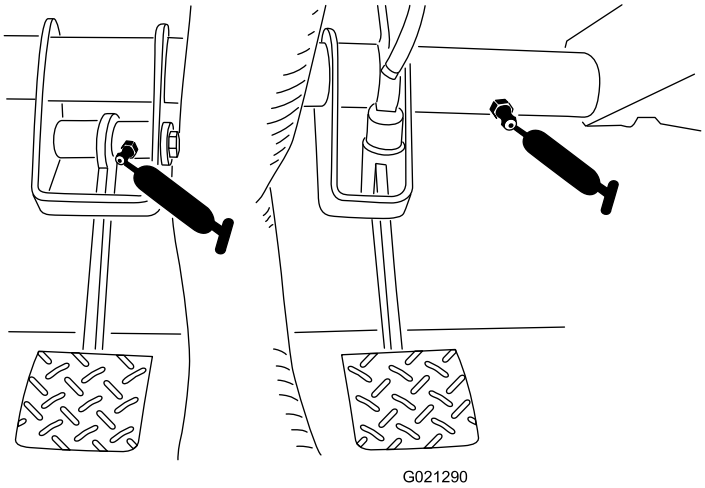

Figur 38
- Kobling (1) og bremse (1) (Figur 38)